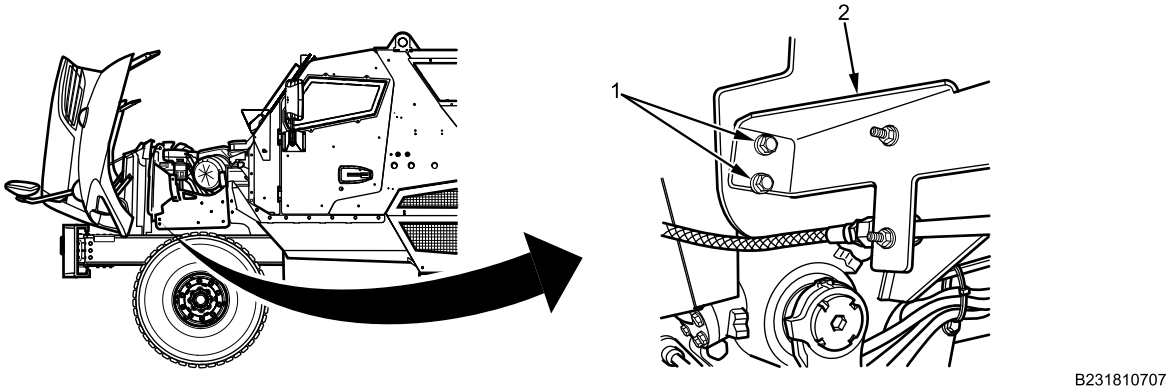

Figure 6. Tire FSS Bracket.
5. Install tire FSS bracket (Figure 6, Item 2) on armor plate with two bolts and new hex locknuts (Figure 6, Item 1). Tighten bolts securely.